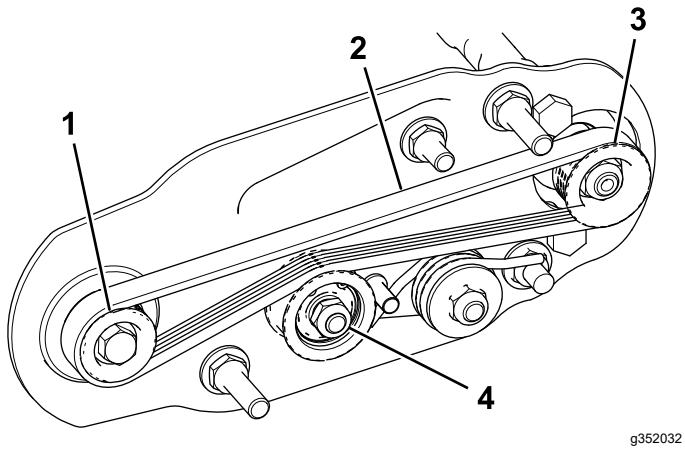

Figure 26
A. Loop the belt around the **drive** pulley and then over the top of the idler pulley (Figure 26).
B. Start the belt on the **driven** pulley (Figure 26).